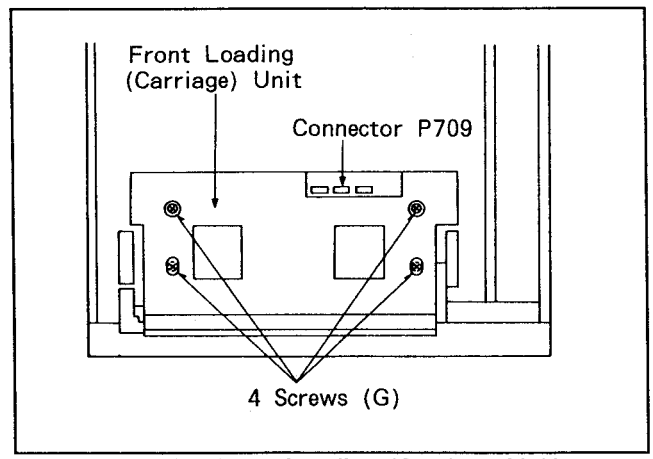

Fig. 1-3-3 Front Loading (Carriage Unit) Removal
3. Disconnect the connector P709 and unscrew the 4 screws (G), then lift the Front Loading (carriage) Unit up to remove as shown in Figure 1-3-3.